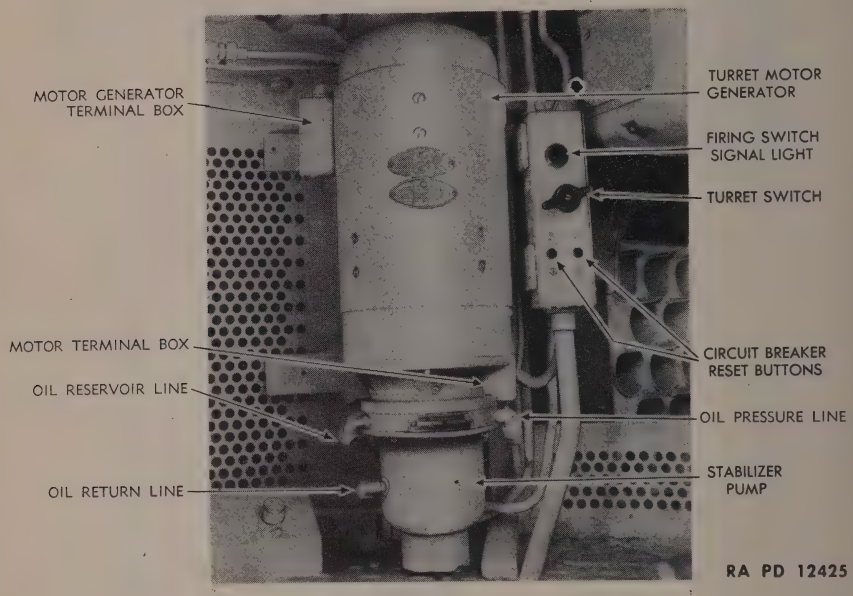

Figure 149—Westinghouse Motor Generator
(1) The Westinghouse motor generator with the electric traverse (fig. 149).
(3) The Pioneer Pincor motor with Logansport hydraulic traverse.
b. Replacing Westinghouse Motor-Generator (fig. 149).